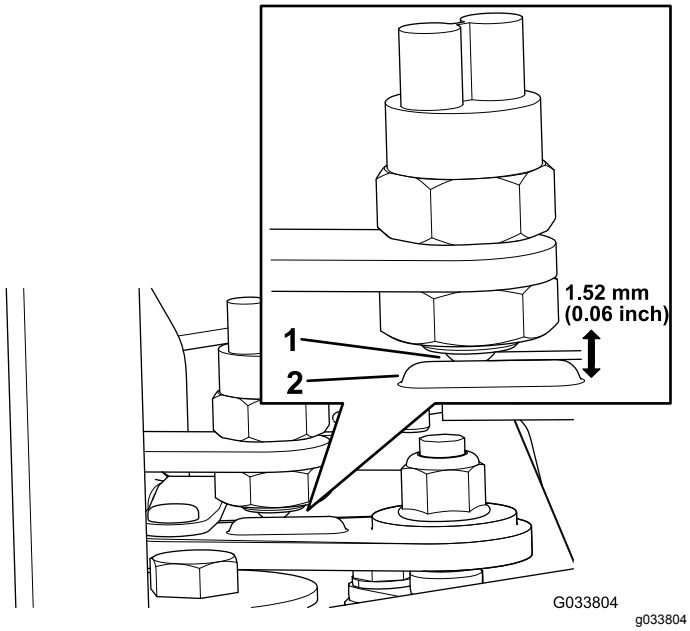

**Figuur 5**
2. Zorg ervoor dat de kogelschakelaar vóór de verdikking op de schakelhendel zit (Figuur 5).
3. Stel de diepte van de kogelschakelaar af tot de afstand tussen de verdikking van de schakelhendel en het oppervlak van de kogelschakelaar 1,52 mm bedraagt (Figuur 5).